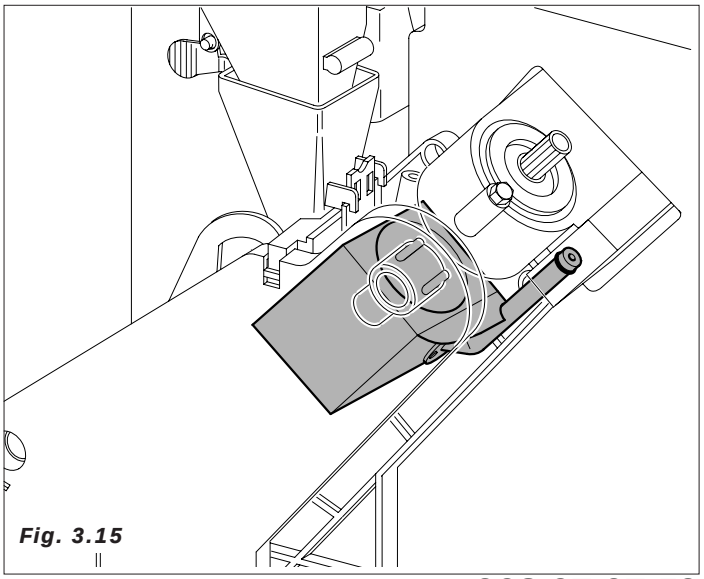

Fig. 3.15
– De nuevo se activa el motorreactor del grupo de café hasta llegar a la posición de reposo,(durante este movimiento se expulsa la pastilla de café utilizada) *(Fig.3.15)*.